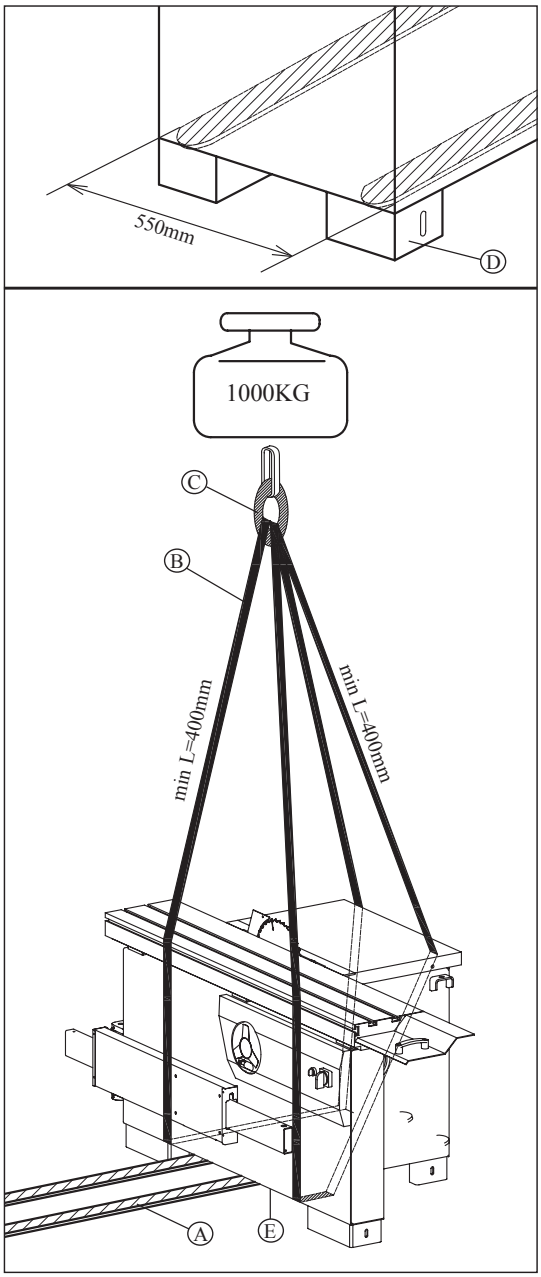

Figur 4.2
Maskinen kan lyftas med travers eller gaffeltruck. Avlägsna alla transportsäkringar och allt förpackningsmaterial innan du avlägsnar maskinen. Kontrollera att lyftutrustningens kapacitet klarar av maskinens bruttovikt (se figur 4.2).
- Använd två lyftslingor (B) med rätt längd och lyftkapacitet (min. slinglängd = 4 000 mm)
- Lyft lyftslingorna och positionera dem enligt figur 4.2
- Fäst lyftslingorna i traversen (C) (försäkra dig om att traversen har tillräcklig lyftkapacitet)
- Höj traversen i korta steg så att lyftslingorna (B) positionerar sig korrekt och får ett stabilt grepp